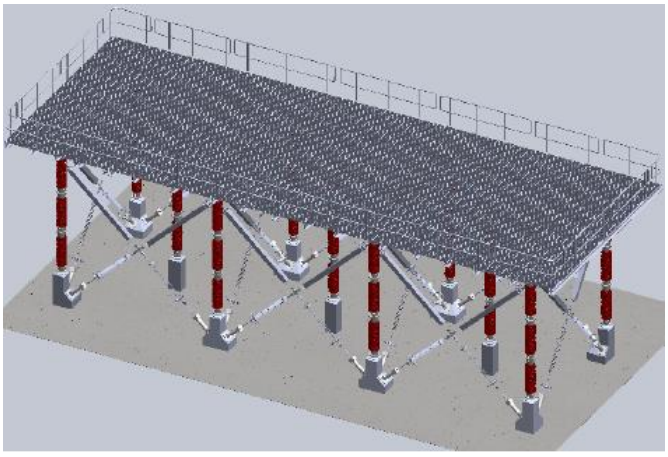

Fig.5-10 Diagram of complete hoisting FSC platform
Step 18: Complete hoisting as shown in figure 5-10. After it, install and fix the grating plates.